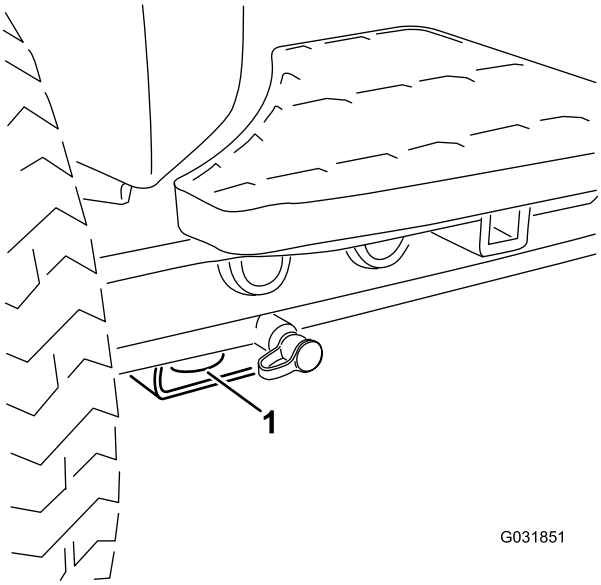
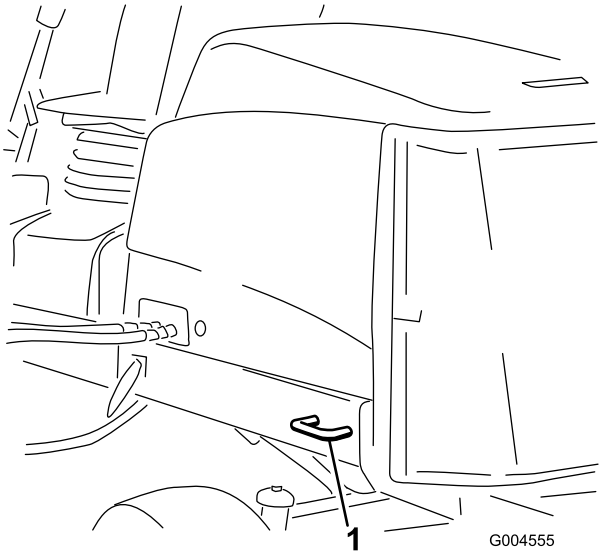

Figur 38
Figur 39
5. Brug metalbindepunkterne på maskinen til at fastgøre maskinen til anhængeren eller lastbilen med stropper, kæder, kabler eller reb (Figur 38 and Figur 39).
- For – hullet i den rektangulære plade, under akselrøret, indvendigt i forhold til hvert fordæk (Figur 38)
- Bag – på begge sider af maskinen på bagstellet (Figur 39)